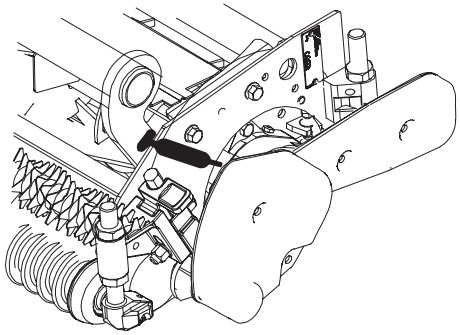

Figure 40
46. Fill each reel bearing housing with grease (Fig. 40). Excess grease will purge between the inboard seals and the seal guards.